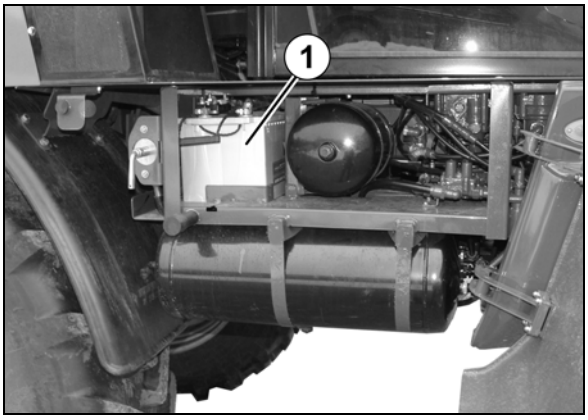

Rys. 154
Łącznie cztery zbiorniki powietrza znajdują się pod kabiną za prawą pokrywą konserwacyjną (Rys. 154/1-4)
1. Pociągnąć zawór odwadniający (Rys. 154/5) przez pierścień na bok do chwili, aż ze zbiornika powietrza nie będzie się już wydostawać woda.
Akumulator znajduje się pod kabiną za prawą pokrywą konserwacyjną (Rys. 154/1).